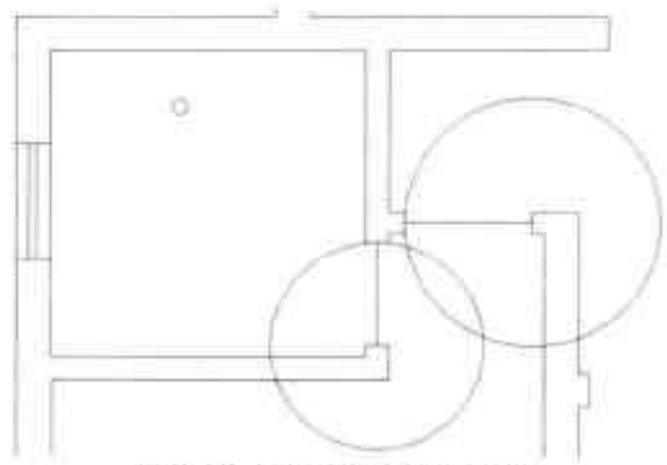

图19-35 绘制辅助圆
Step 02 执行“圆”命令，分别以中心线端点为圆心绘制半径为 890mm 和 740mm 的圆，如图 19-35 所示。